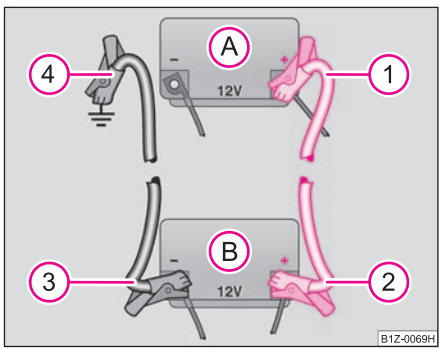

Fig. 199 Jump-starting using the battery from another vehicle: A - flat vehicle battery, B - battery providing current
– Attach one end (1) to the positive terminal ⇒ fig. 199 of the discharged battery (A).
– Attach the other end (2) to the positive terminal of the battery supplying the power (B).